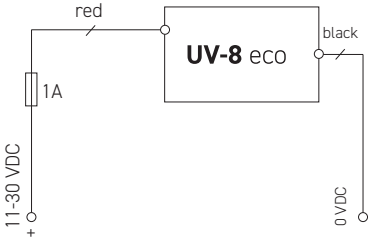

Abbildung 16: Elektrischer Anschluss
4. Beachten Sie hierbei stets den elektrischen Anschlussplan (Spannungsversorgung: *Abbildung 16, 17+18+19*). Achten Sie auf einen ausreichend dimensionierten Aderquerschnitt der Versorgungsleitungen.